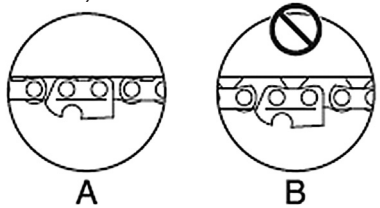

Рис. 5 Положение цепи на нижней части шины
2. Вращайте винт натяжителя цепи по часовой стрелке до тех пор, пока цепь не будет плотно прилегать к нижней части шины (Рис. 5А).